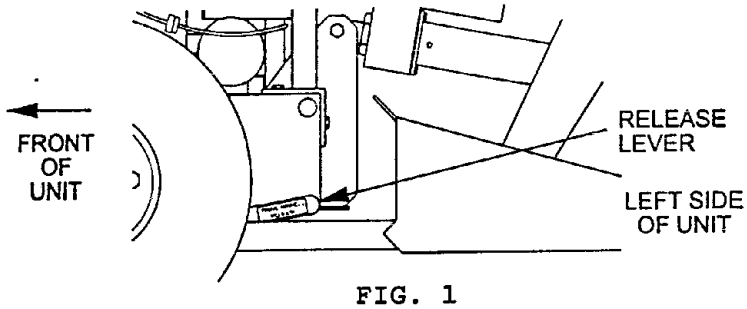

FIG. 1
3.6.1 Activate drive wheel release lever (See Figure 1 and Section 4.11. Roll tractor to cutter deck and cutter deck support aligning them so the tractor is positioned for ease of mounting the deck support.
4.11 Drive Wheel Release Lever: Located on the lower left rear corner of engine deck (See Figure 1). The drive wheel release lever is used to release the hydrostatic drive system to allow machine to be pushed while the engine is not running. Rotate lever 1/4 turn counter-clockwise to release drive system. Rotate 1/4 turn clockwise to set drive system.